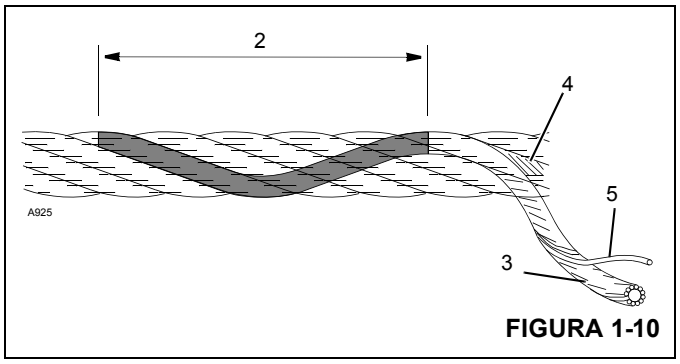

FIGURA 1-10
13. Ao verificar se há fios rompidos (5) (Figura 1-10) relaxe o cabo, remova-o dos "pontos de sustentação" e flexione-o o máximo possível. Use um furador afiado para puxar e separar os fios e os cordões, levantando qualquer fio que aparente estar solto ou que se mova excessivamente. O defeito em um cabo de aço é referido com relação ao "Comprimento do encordoamento" (2), que é a distância medida ao longo do cabo em que um cordão (3) completa uma volta ao redor do núcleo (4).